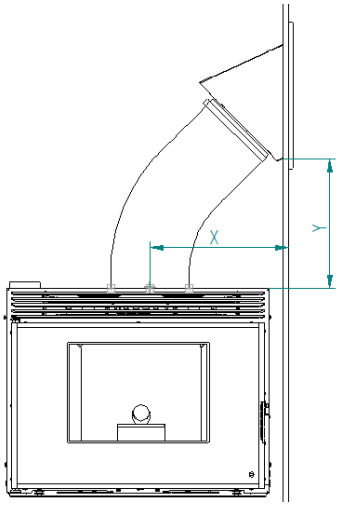

Figura 13 - Attrezzature di installazione
• La posizione della bocca di carico deve mantenere un rapporto in cui X è sempre inferiore Y = X * 0.7. (Vedere Figura 13). In questo modo si può garantire che la pendenza è sufficiente in modo che il pellet non vengono bloccati nel tubo che collega la bocca di carico, con la parte superiore del telaio inseribile. La bocca di carico può essere installato su qualsiasi delle pareti formanti il sacchetto in cui è installata l'apparecchiatura, sia destra o verso sinistra la parte anteriore o posteriore dell'alloggiamento ospitare distribuzione consente. È sempre necessario rispettare le distanze minime X = 390 mm Y = 275 mm Esempio: X = 450 Y = 450x0,7 mm = 315 mm (minimo).